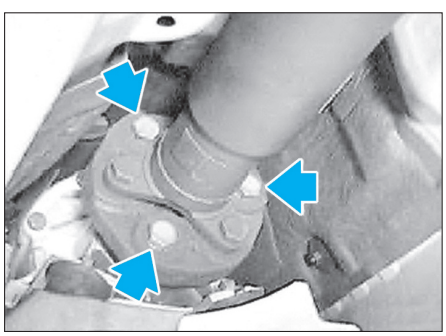

Fig. 1
- les vis du flector avant (côté boite de vitesses) **(Fig.1)**,